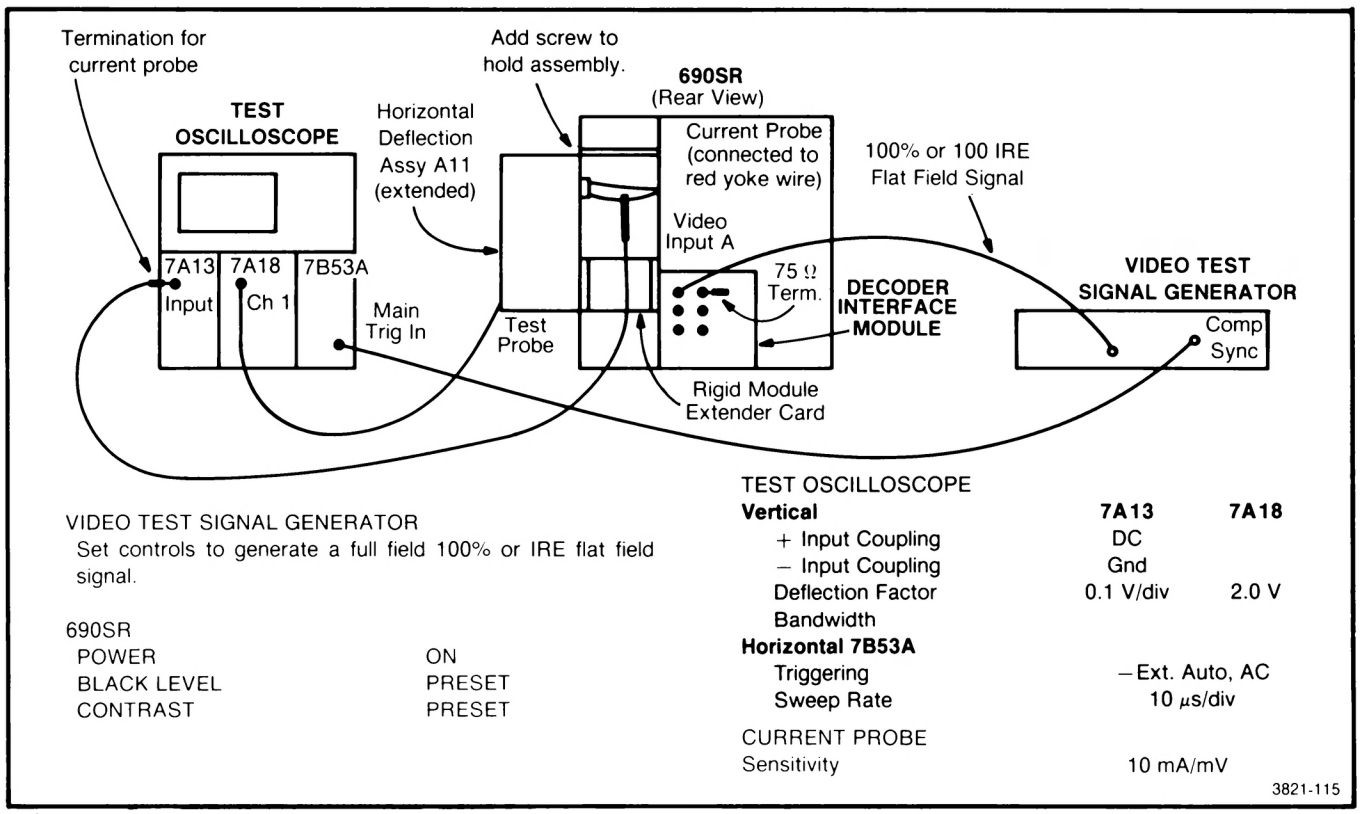

Fig. 9-13. Equipment setup conditions for measuring yoke current.
f. Set the POWER switch to OFF. Connect the yoke to the Horizontal Deflection assembly. Connect the equipment as shown in Fig. 9-13 and set the POWER switch to ON.